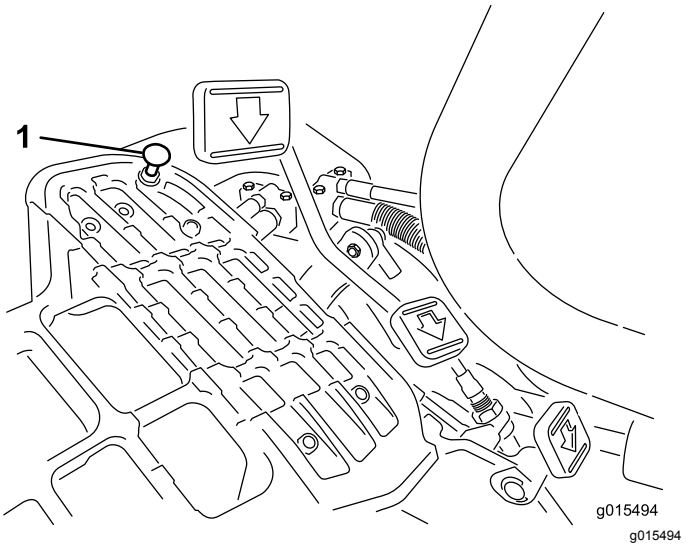

Figuur 54
Druk het tractiepedaal in. Als het pedaal contact maakt met de pedaalaanslag (Figuur 54) voordat u spanning op de kabel voelt, is afstelling vereist:
1. Draai de flenskopborgmoeren los waarmee de pedaalaanslag aan de vloerplaat is bevestigd (Figuur 54).